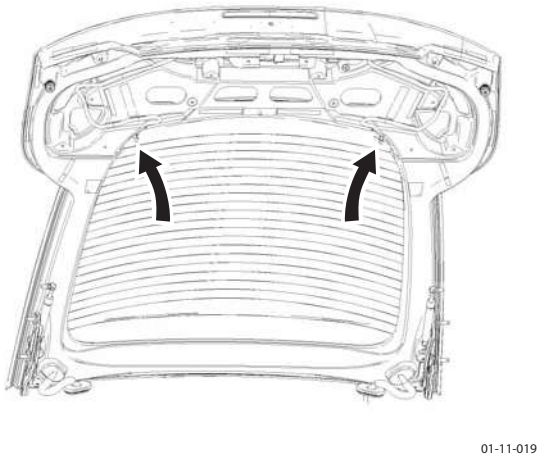

Figure 1
2. Disconnect lucar connectors (x2) from rear windshield (see Figure 1).